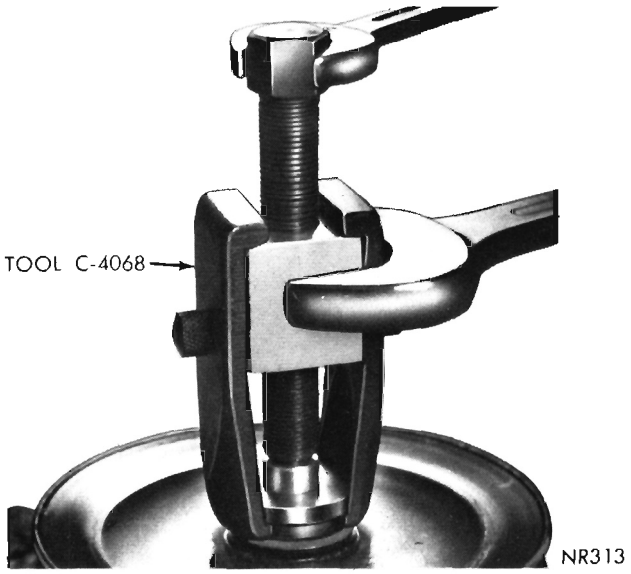
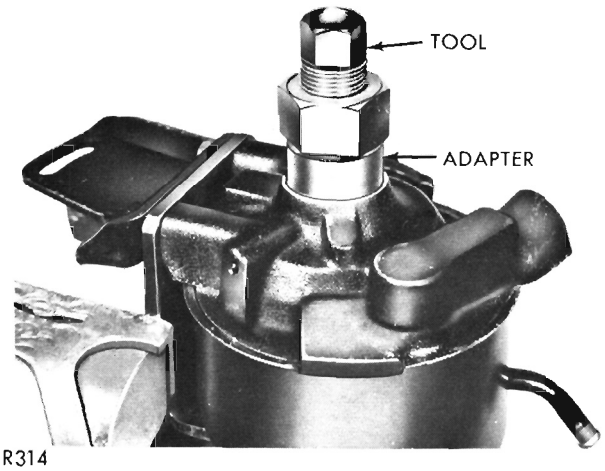
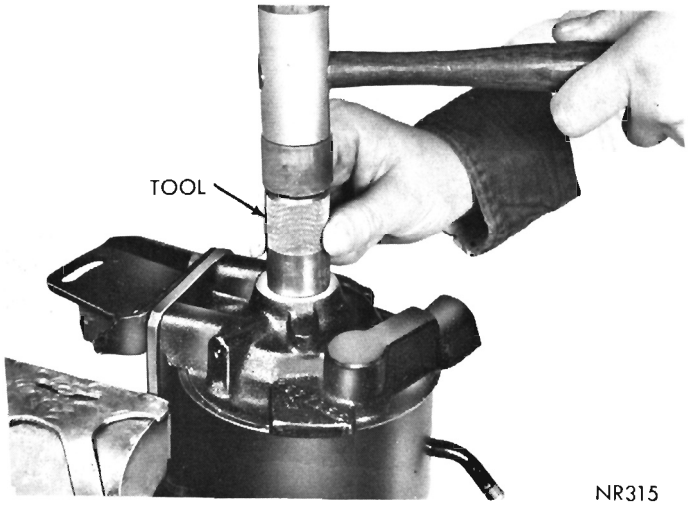
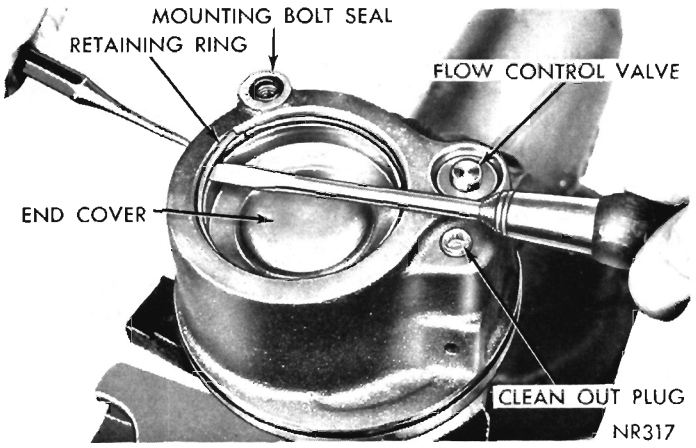

Fig. 22—Removing Drive Pulley (1.06 Pump)
Fig. 23—Removing Shaft Seal
Fig. 24—Installing Shaft Seal
Fig. 26—Removing End Cover Retaining Ring
(3) Remove pulley with Tool C-4068 (Fig. 22).
(4) Position seal remover adapter SP-5323A over end of drive shaft with large opening toward pump.
(5) Place seal remover Tool C-4062 over shaft, through adapter and screw tapered thread well into metal portion of seal. Tighten large drive nut and remove seal. (Fig. 23).
(6) Inspect seal bore in housing for burrs, nicks, or score marks that would allow oil to by-pass outer seal surface.
(7) Inspect shaft for scratches or burrs, if any, remove with crocus cloth. Lubricate new seal and install with lip toward pump. Use Tool C-4061 to drive seal flush with housing (Fig. 24).
(1) Remove pump from engine. Drain reservoir and clean exterior before servicing.
(2) Clamp pump securely in vise at mounting bracket.
(4) Remove oil seal as described in "Oil Seal Replacement" section.
(5) Remove pump from vise and remove three mounting bracket bolts, remove bracket.
(6) Remove reservoir and place pump in vise with shaft down (use vise with soft protective jaws). Discard mounting bolt and reservoir "O" rings.
(7) Using a punch, tap end cover retaining ring around until one end of ring lines up with hole in pump body. Insert punch in hole far enough to disengage ring from groove in pump bore. Remove ring from body (Fig. 26).
(8) Tap end cover with plastic hammer to jar it loose. Spring under cover should push cover up.
(9) Remove pump body from vise, place in inverted position on clean flat surface and tap end of drive shaft to loosen rotating group. Lift pump body off rotating group. Insure brass seal plate is removed from bottom of housing bore.
(10) Discard pressure plate and end cover "O" rings.
(11) Remove snap ring, bore plug, flow control
(1) Remove clean out plug with allen wrench (Fig. 26).
(2) Wash all parts in clean solvent, blow out all passages with compressed air and air dry all cleaned parts.
(3) Inspect drive shaft for excessive wear and seal area for nicks or scoring. Replace if necessary.
(4) Inspect end plates, rollers, rotor and cam ring for nicks, burrs, or scratches. If any of the components are damaged to a degree that the efficiency of the pump is affected it is recommended that all the interior parts be replaced.
(5) Inspect pump body drive shaft bushing for excessive wear. Replace pump body and bushing as an assembly if badly worn or scored. (New pump body includes new flow control valve.)